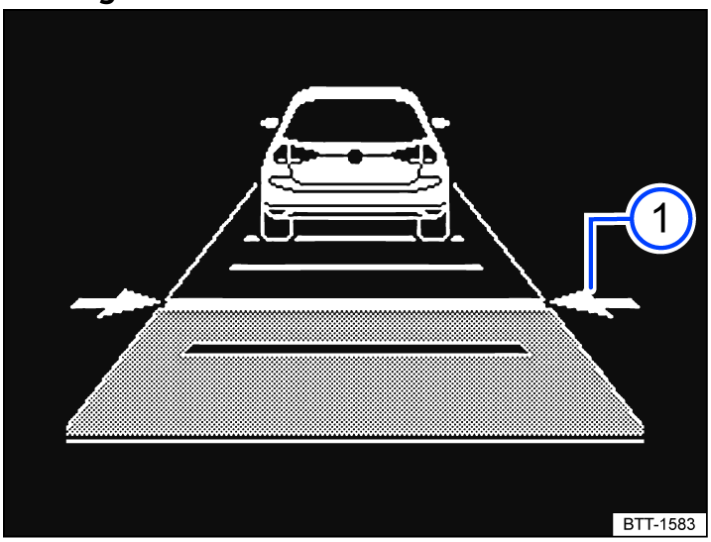

Fig. 1 In the instrument cluster display: set distance (1) (general example, ACC is regulating)
The instrument cluster display shows the selected level → *fig. 1* (1). Heed the country-specific regulations for minimum distance.